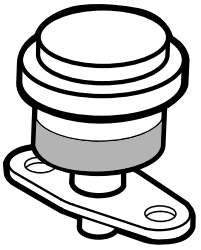

Figur 48
Utför bara service på luftrenarens huvudfilter när serviceindikatorn (Figur 48) anger att det krävs. Om du byter luftfiltret tidigare ökar det risken för att smuts kommer in i motorn när filtret har avlägsnats.
1. Kontrollera filtrets blockeringsindikator. Luftfiltret måste bytas ut om indikatorn är röd (Figur 48).